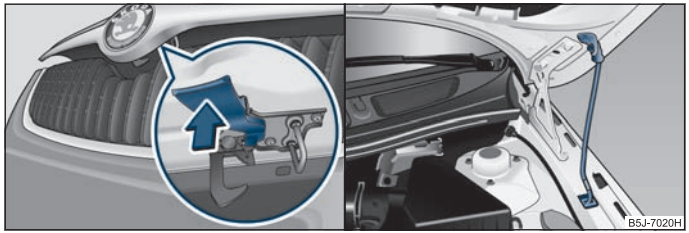

Fig. 139 Rejilla del radiador: Palanca de seguridad / seguro del capó con la varilla de apoyo
– Tirar de la palanca de seguridad ⇒ fig. 139 - lado izquierdo, se desbloquea el capó del vano motor.
– Saque la varilla de apoyo de su fijación y engánchela en la abertura prevista con tal fin ⇒ fig. 139 - lado derecho.